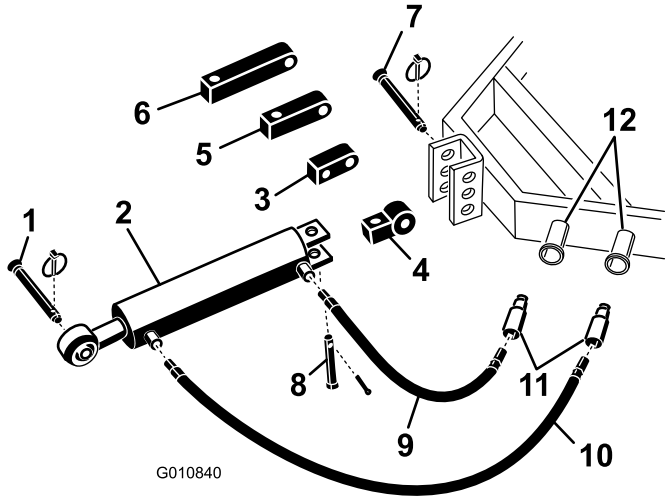

**Figur 5**
1. Fäst kopplingsänden på den hydrauliska topplänken på traktorn med de sprintar som levererades med traktorn (Figur 5). Placera den hydrauliska topplänken så att stavänden är riktad mot luftaren. Cylinderportarna ska placeras vända mot traktorns hjälphydraulik.
**Obs:** Om hydraulicylindern måste placeras med portarna vända uppåt justerar du cylindern med hjälp av rotationsblocket i stället för standardmonteringsblocket (Figur 5). En 90-graders hydraulkoppling kan användas istället för rotationsblocket (kopplingar medföljer ej).
A. Avlägsna saxpinnen och sprinten som håller fast standardförbindelselänken på cylindern (Figur 5). Ta bort förbindelselänken från cylindern.
B. Montera rotationsblocket på cylindern med de sprintar som togs bort tidigare (Figur 5).
2. Anslut den 106 cm långa hydraulslangen till den hydrauliska topplänkens port som finns närmast luftaren Figur 5. Använd teflontejp eller rörgängtätning på slanggängorna för att förhindra eventuella läckor.
3. Anslut den 76 cm långa hydraulslangen till den hydrauliska topplänkens port som sitter närmast traktorn (Figur 5). Använd teflontejp eller rörgängtätning på slanggängorna för att förhindra eventuella läckor.
Om hydraulicylindern inte når fram till luftarens monteringsfäste använder du ett förlängningsblock i stället för standardmonteringsblocket när du ansluter cylindern till traktorn (Figur 5).
B. Montera förlängningsblocket med önskad längd på cylindern med de sprintar som togs bort tidigare (Figur 5).